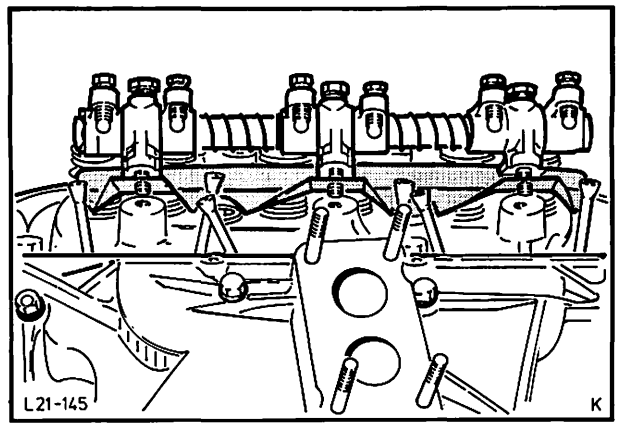

Abb. 86 Kipphebelachse mit Ölfangblech entfernen
9. Zylinderkopfhauben (14 Schrauben) und Kipphebelachsen (6 Schrauben) mit Ölfangblechen abbauen, Abb. 86.